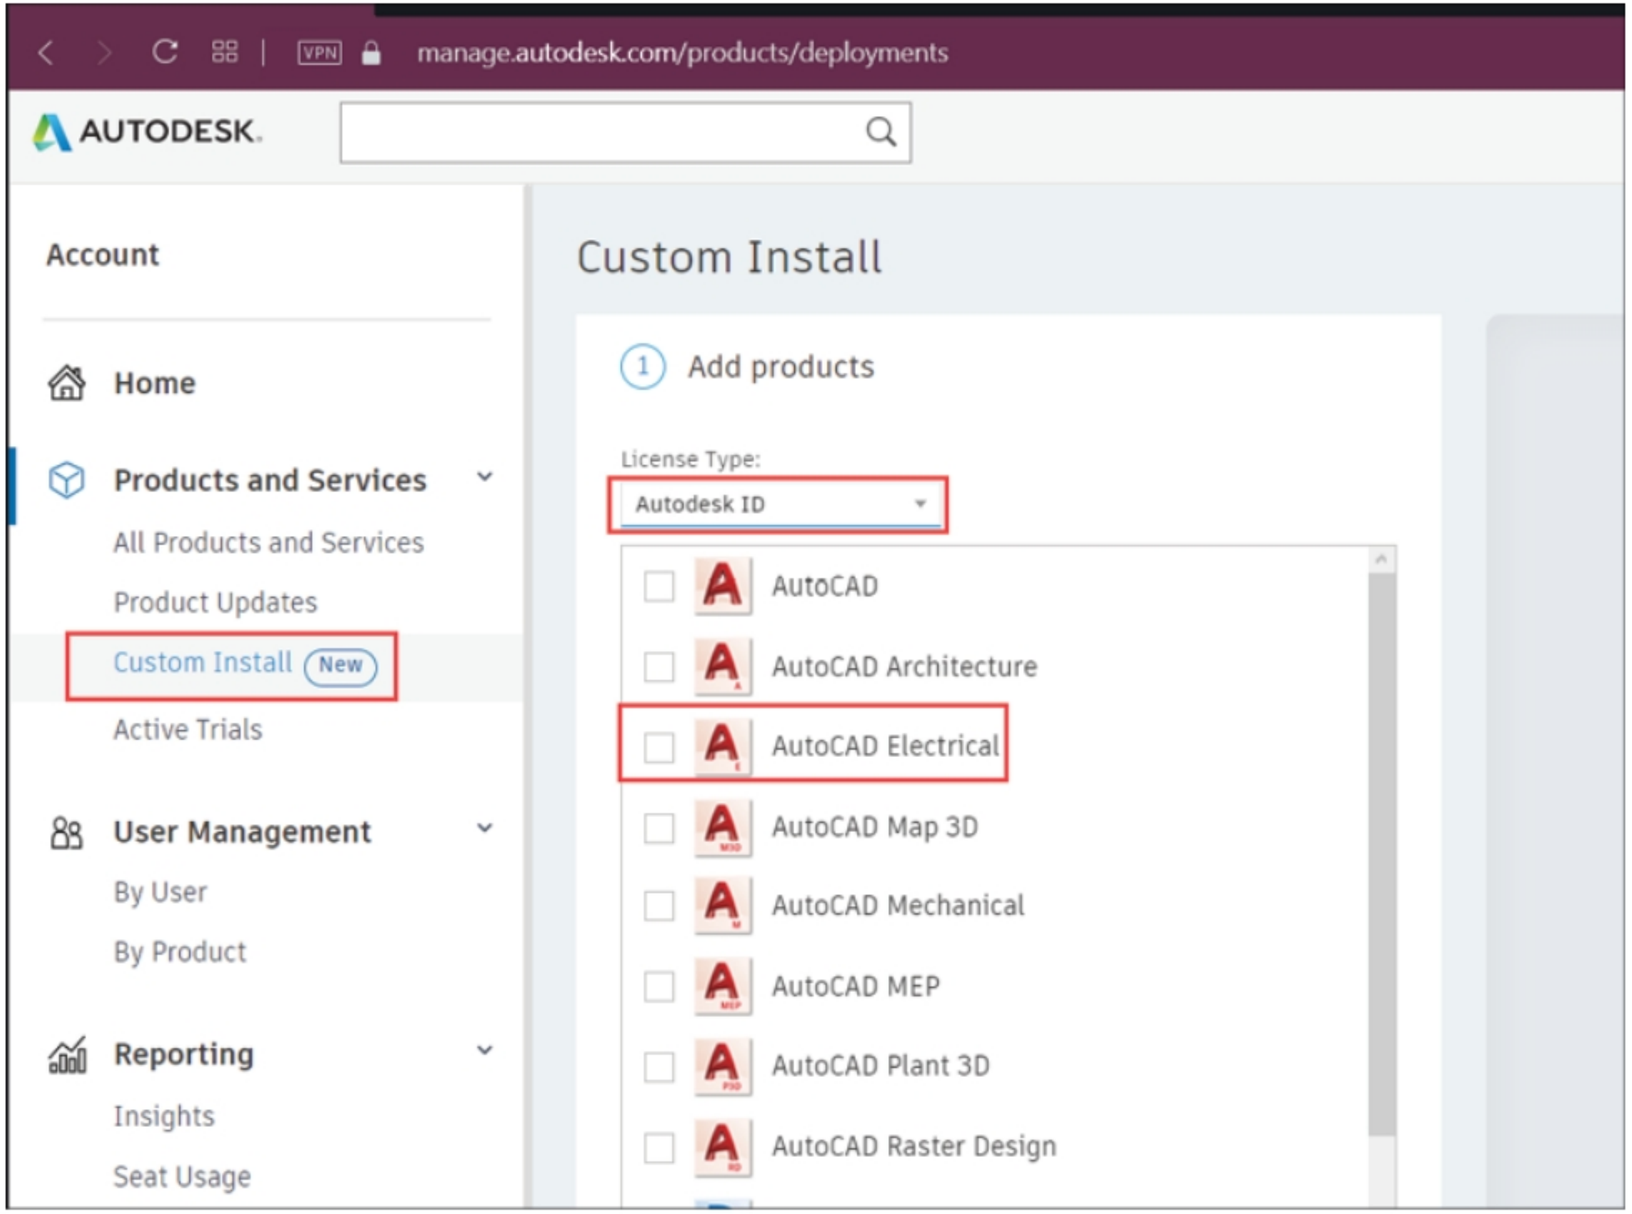

Figure-4. Custom Install page
- Select the **I agree to the Terms and Conditions** check box and click on the **Install** button for AutoCAD Electrical 2023. You can also access page for downloading AutoCAD Electrical using web browser at link https://manage.autodesk.com/products/deployments. Make sure to sign in using your educational ID; refer to Figure-4. Select the check box for desired software and install as discussed earlier. Note that you can also customize the software using options in this web page.